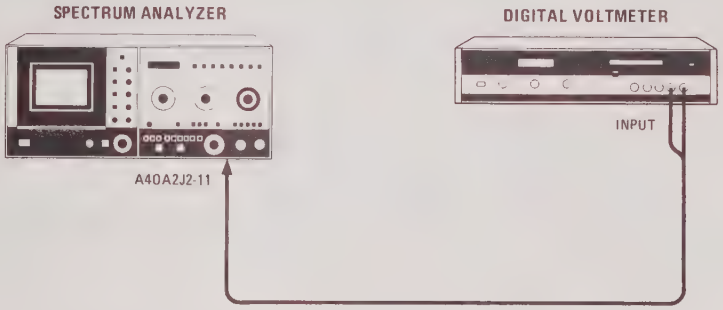

Figure 5-1. Low Voltage Power Supply Check and Adjustment Test Setup
a. Set LINE switch OFF, disconnect power cord, and remove 8565A bottom cover to gain access to low voltage power supplies. Connect equipment as shown in Figure 5-1.